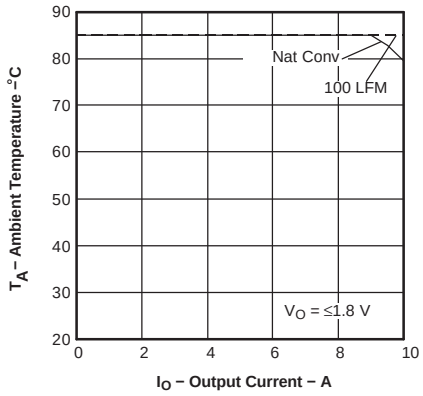

Figure 8.
(2) SOA graphs represent the conditions at which internal components are at or below the manufacturer's maximum operating temperatures. Derating limits apply to modules soldered directly to a 4 in. × 4 in., double-sided PCB with 1 oz copper. For surface mount products (AS and AZ suffix), multiple vias (plated through holes) are required to add thermal paths around the power pins. Please refer to the mechanical specification for more information. Applies to Figure 8.
(3) The peak-to-peak output ripple voltage is measure with an external 10 µF ceramic capacitor on the output.